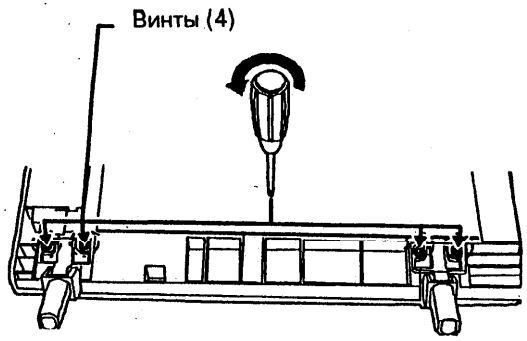

Рис.2 Ослабление монтажных винтов шарнира
2. (Рис. 2): Освободите монтажный винт шарнира.